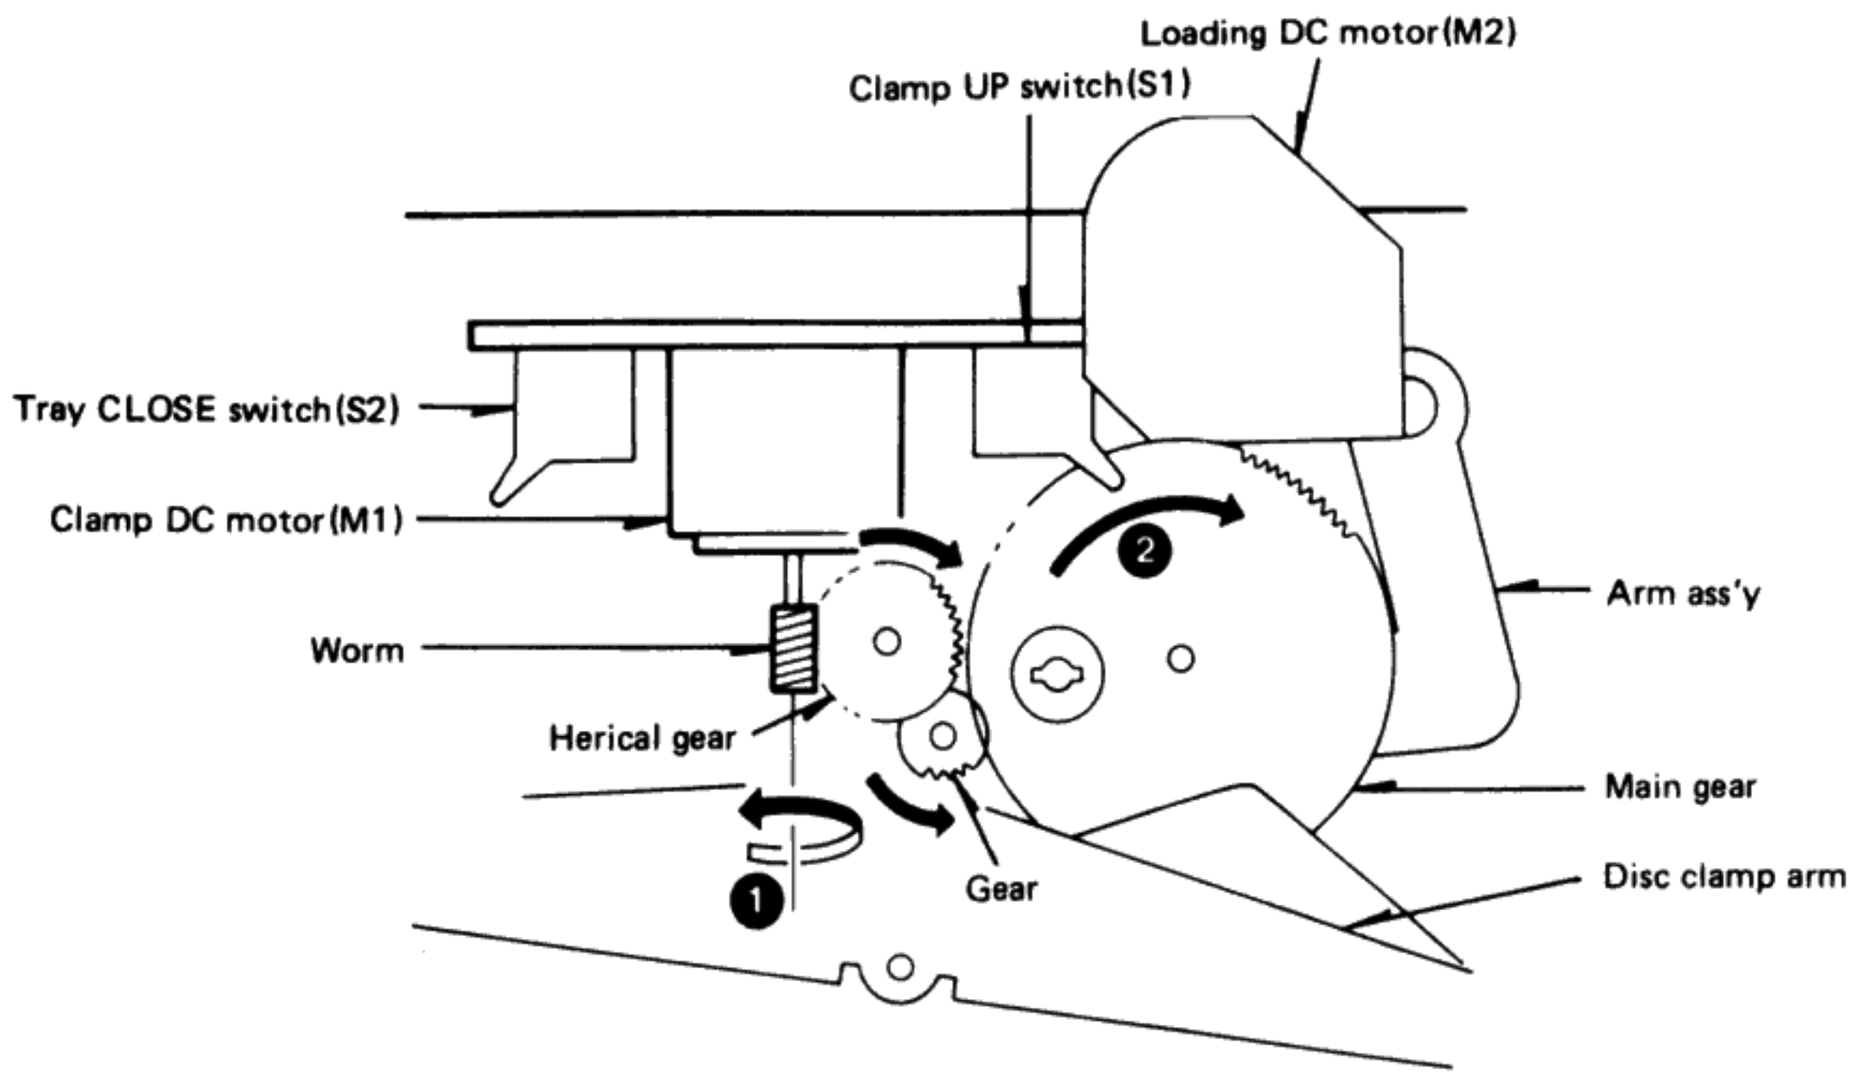

Fig. 2 Tray OPEN operation (1)
At first, the clamp DC motor (M1) thus rotates in the direction of an arrow (❶). Further, the main gear rotates in the direction of an arrow (❷) by an intermediate gear (Figure 2).